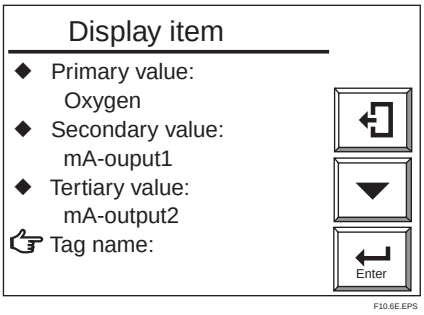

Figure 10.6 “Display Item” Display
(1) Select the Setup key from the basic panel display to display the Execution/Setup display. Then select Maintenance from the Execution/Setup display.
(2) Select the Display setup from the Maintenance display.
(3) Select the Display item from the Display setup display. The display shown in Figure 10.6 then appears.
(4) Select the Tag name from the Display item. The text-data entry display then appears.
(5) Enter up to 12 alphanumeric characters including codes for the desired tag name.